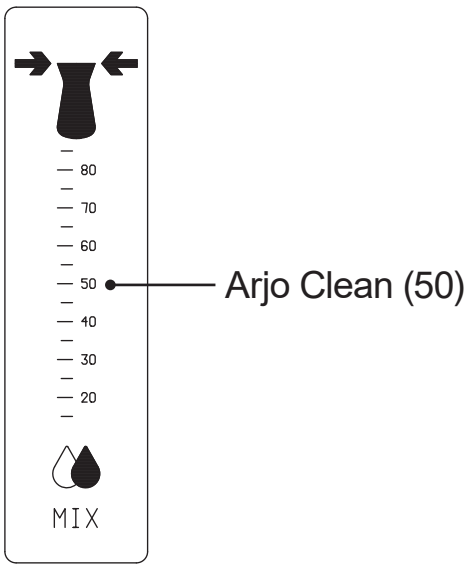

Afbeelding 57
12. Controleer of de mengverhouding op de flowmeter overeenkomt met de aanbevolen mengverhouding. Zie Afbeelding 57.